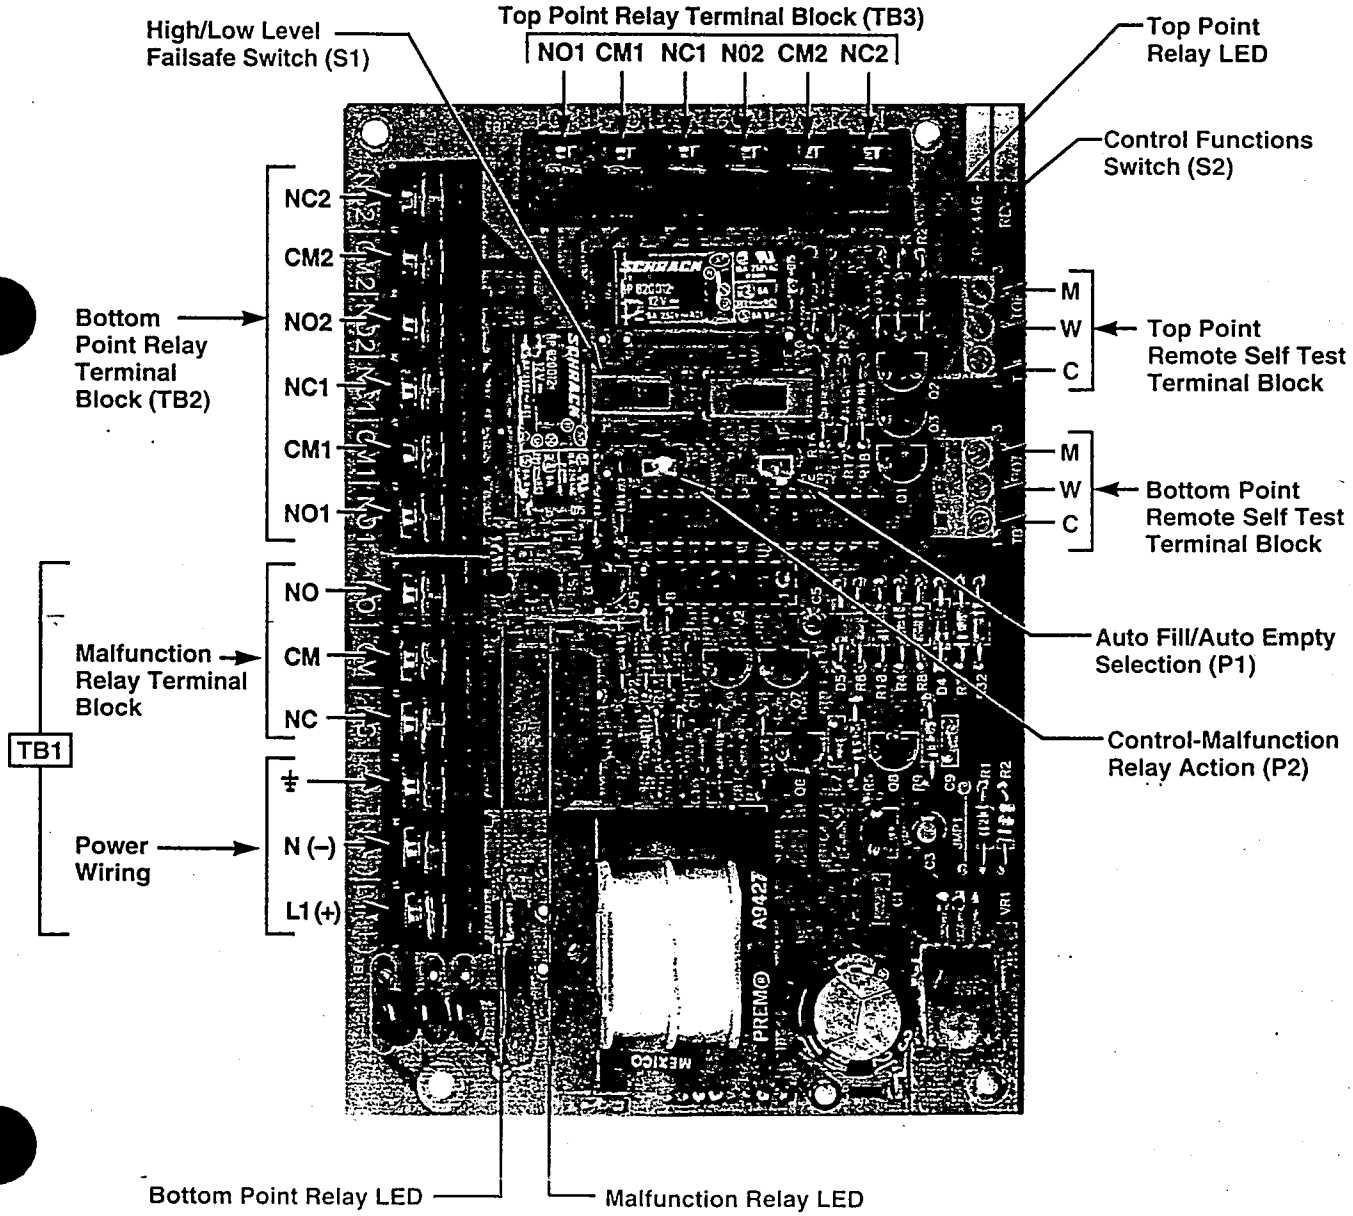

Figure 8
1. Run power leads to power terminal block TB1 on the lower left side of the power supply board. Refer to Figure 8.